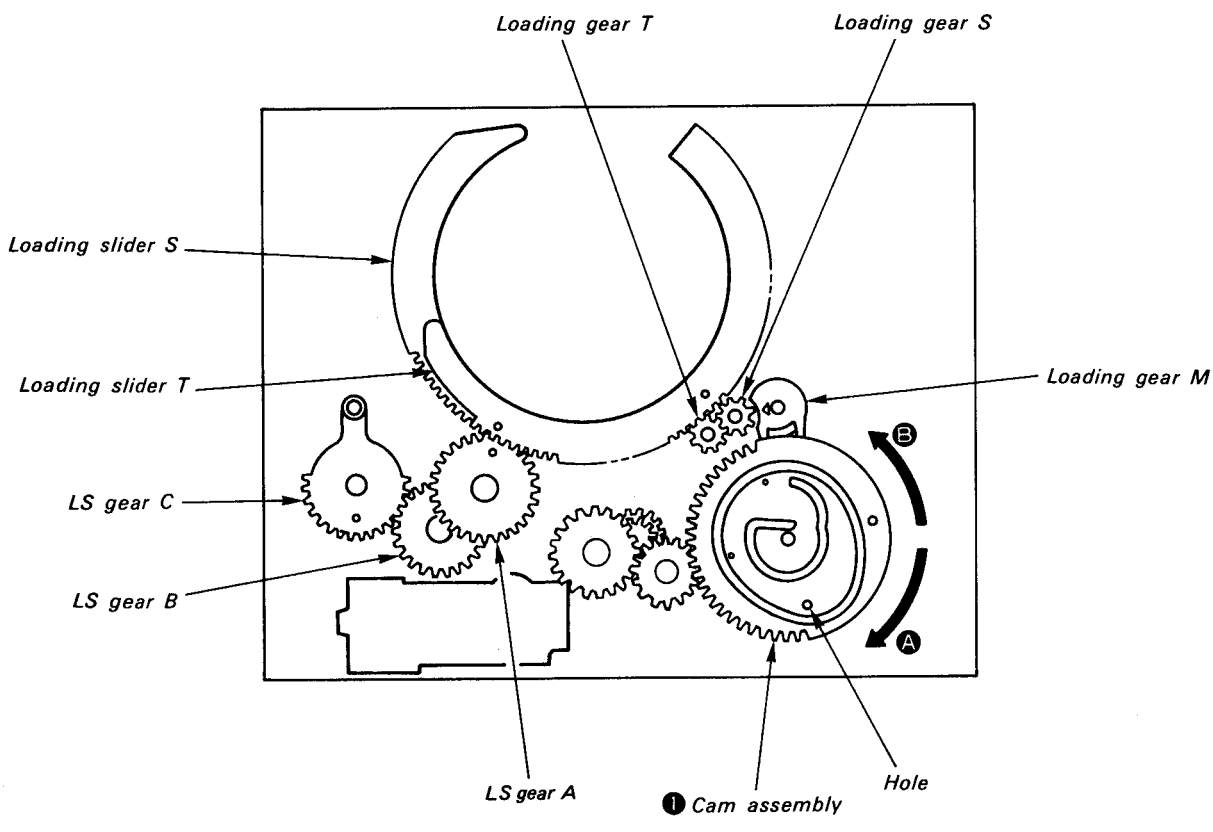

Fig. 2-31
5) By referring to 2-3-21, remove LM motor assembly. (See Fig. 2-31)